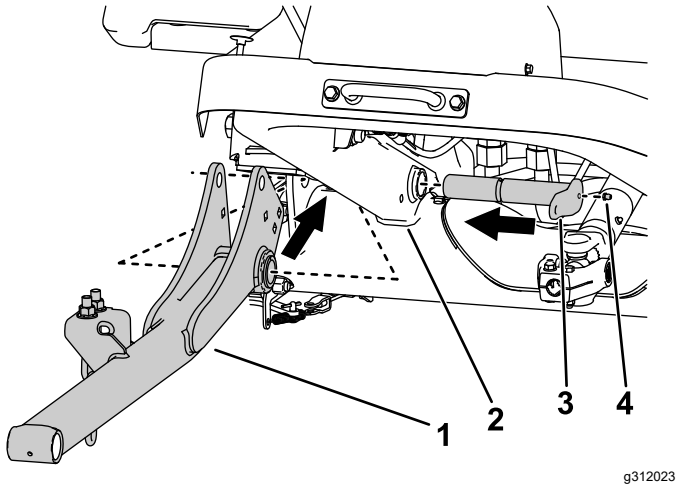

Figura 5
2. Utilice 2 pasadores grandes para instalar los brazos de elevación en el bastidor de la máquina (Figura 5).
3. Instale los engrasadores en los pasadores grandes (Figura 5).